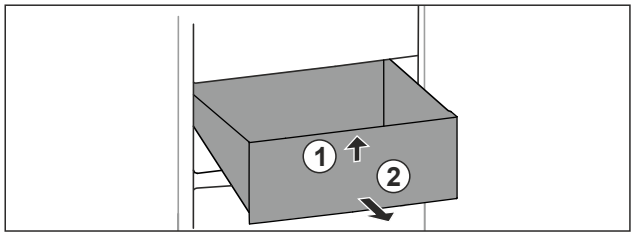

Fig. 115
▶ Schubfach vorne anheben. *Fig. 115 (1)*
▶ Schubfach nach vorne entnehmen. *Fig. 115 (2)*